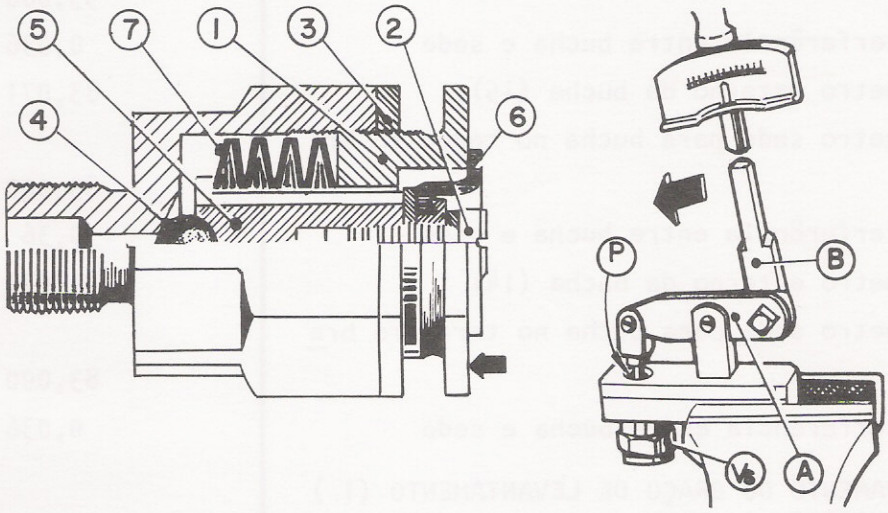

FIG. 30 - SEÇÃO E CONTROLE DA PRESSÃO DE TESTE DA VÁLVULA DE SOBREPRESSÃO (VS) DO CILINDRO DE REGULAGEM HIDRÁULICA .
- rosquear a válvula no dispositivo 75291573 (A), fig 30 , e encher o depósito (P) com álcool ou gasolina;
- acionar a chave dinamométrica (B) e certificar-se de que com torque de 10 ~ 10,5 da Nm, a válvula permanece fechada , isto é o nível do depósito não varia ao passo que deve abrir aplicando um torque de 10,5 a 11 da Nm (correspondente a um ajuste de 1250 ~ 1300 bar ;